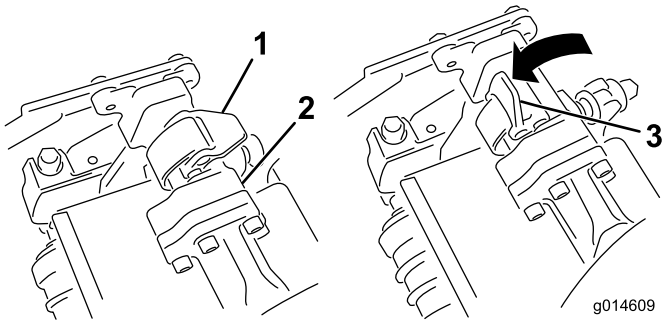
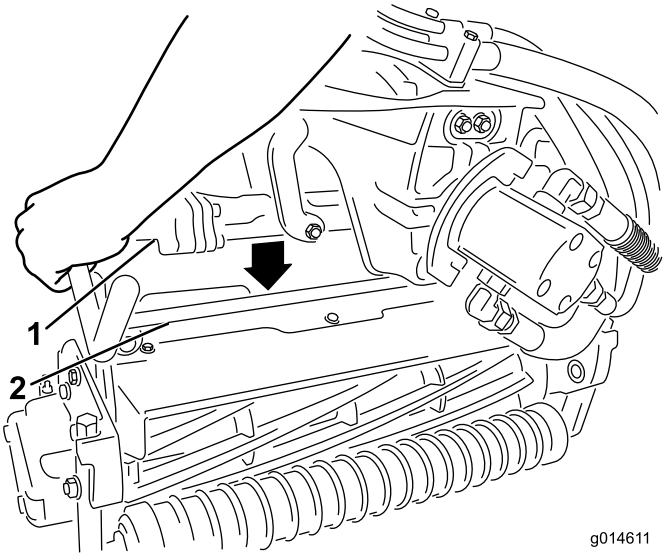

**Figur 33**
**Figur 34**
3. Åpne låsene på hjulopphengsarmbøylen slik at de peker opp (dvs. at de er åpne) (Figur 33), og trykk hjulopphengsarmen ned så bøylen ligger over klippeenhetens bøyle (Figur 34).
4. Skyv låsene ned og rundt klippeenhetsbøylen og lås dem slik at de sitter på plass(Figur 33).
4. Åpne låsene på hjulopphengsarmbøylen til klippeenheten du skal fjerne (Figur 33).